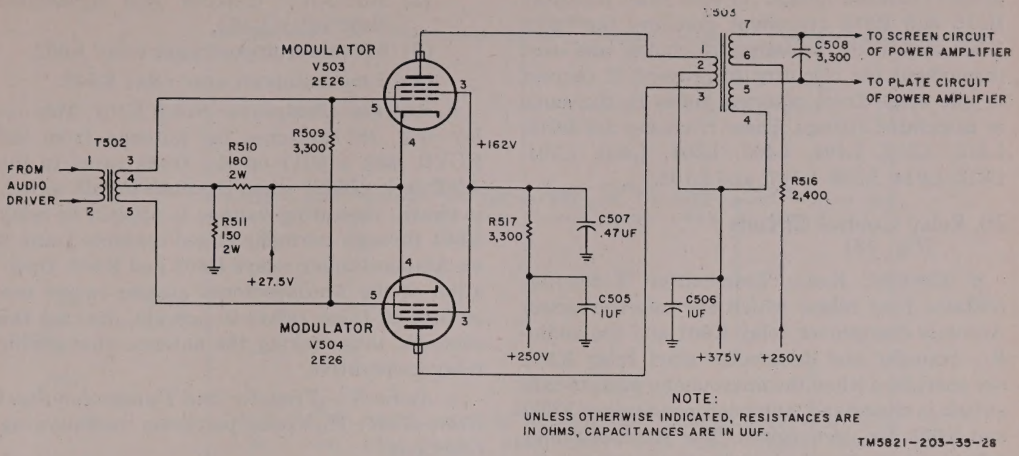

Figure 14. Modulators V503 and V504, simplified schematic diagram.
26. Modulator V503 and V504 (fig. 14)